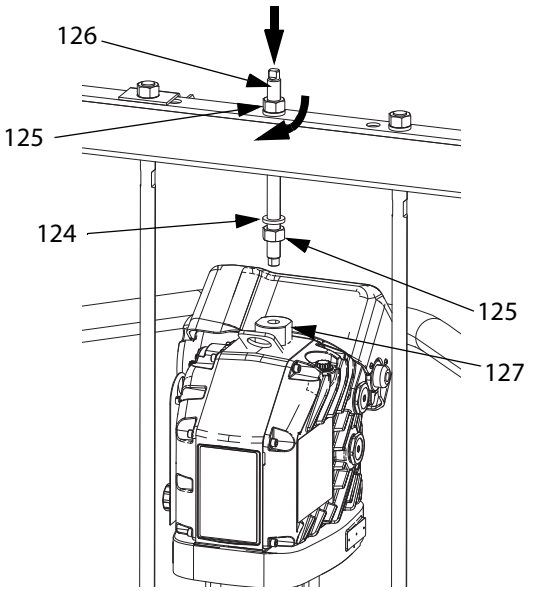

Rys. 42
1. Przy użyciu odpowiedniego podnośnika umieścić cięgna tłoka w pompie wyporowej (AC), a następnie przymocować agregat (AB) do pompy (AC).
b. Zamontować pręt gwintowany (126) przekładając go przez środkowy otwór poprzeczki. Na pręt gwintowany (126) założyć podkładki zabezpieczające (124) i nakrętki (125) pamiętając, aby umieścić je zarówno nad, jak i pod poprzeczką. Użyć klucza do przytrzymania adaptera pierścienia do podnoszenia (127) i za pomocą drugiego klucza przykręcić pręt gwintowany (106) do adaptera pierścienia do podnoszenia (127). Patrz Rys. 42.
c. Nakrętkę (125) dokręcić pod poprzeczką, stosując maks. moment wynoszący 34 N•m (25 ft-lb).
d. Aby zabezpieczyć agregat (AB) na miejscu, należy dokręcić nakrętkę (125) znajdującą się nad poprzeczką.